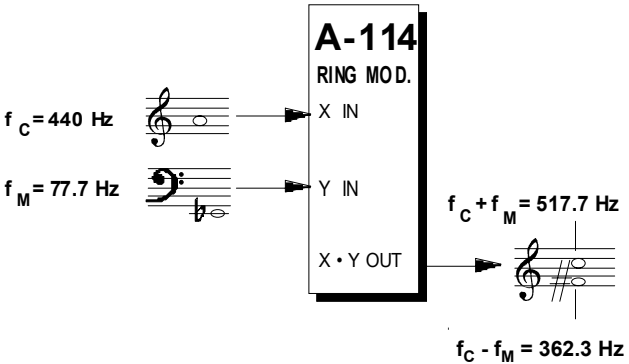

Fig. 1: Ring modulation with two sine waves
The ring modulator thus provides a refinement of amplitude modulation (AM). Ordinary amplitude modulation will output the original carrier frequency f_C as well as the two side bands ($f_C - f_M$, $f_C + f_M$) for each of the spectral components of the carrier and modulation signals - but ring modulation cancels out the carrier frequencies, and just lets the side-bands pass to the output (see Fig. 1).
Fig. 1 shows a basic form of ring modulation using two sine waves. This patch can provide **bell-** and **vibes - like sounds.**